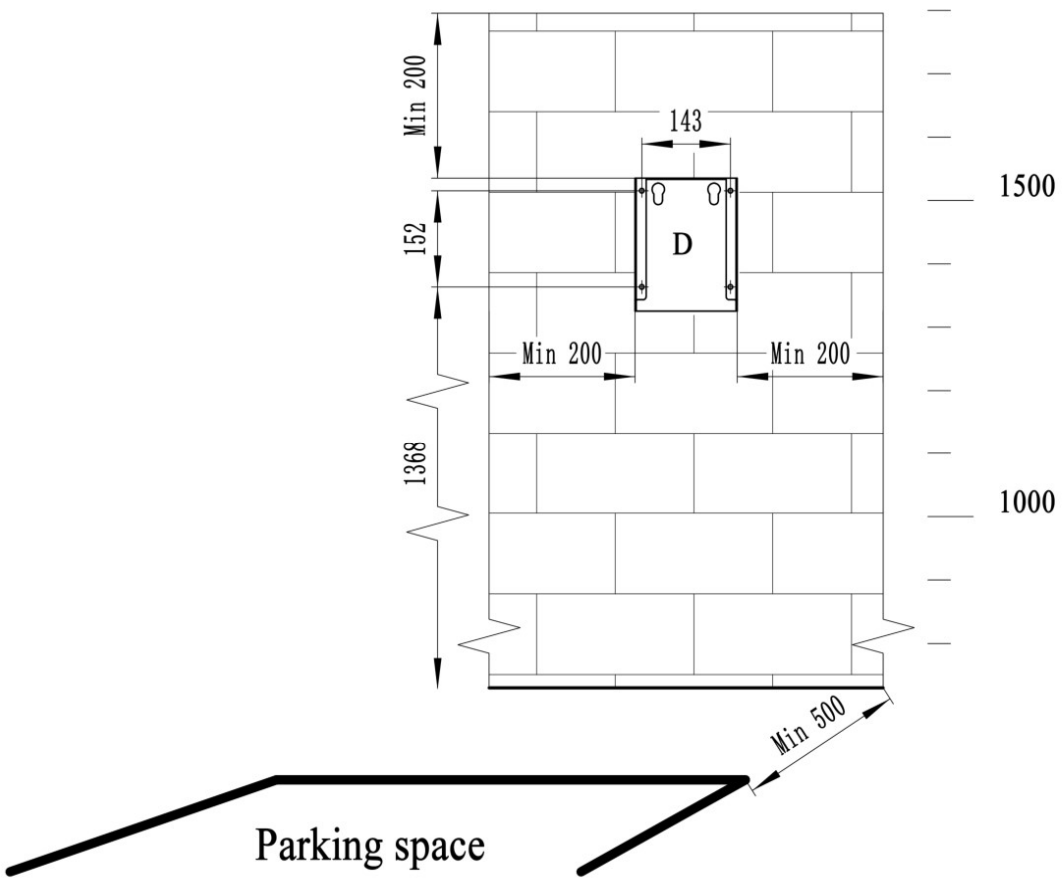

Fig. 5-2 M3P accessories-D mounted on the wall
a) Mounted the M3P accessories-D on the wall is shown in Fig. 5-2. As the figure, drill 4 holes of 10mm diameter and 50mm depth at the appropriate height, spaced 143mm×152mm apart, and secure the accessories-D to the wall with expansion screws.